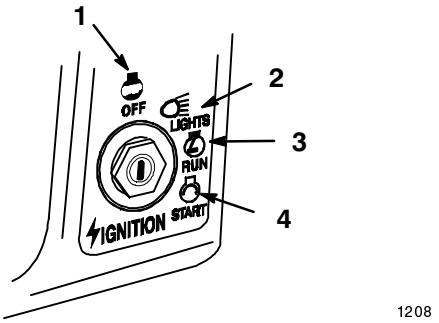

Figure 6
4. Turn the ignition key to “OFF” (Fig. 6).